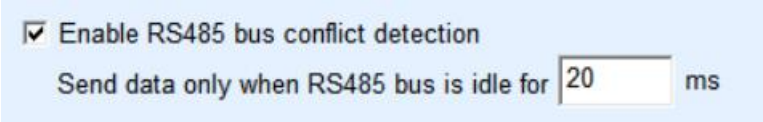

Figure 44 RS485 Conflict prevention idle time
1. Figure 44 shows the anti-collision time of the RS485 bus. Generally, you can set the value to twice the value of Packet Interval in the lower right corner of the parameter configuration page, but the value cannot be less than 20.
At this time, it should be noted that the two check marks "RS485 bus collision prevention time" as shown in Figure 44 and "RS485 command response timeout time" as shown in Figure 43 need to be removed. Otherwise, the preceding forwarding function cannot be implemented.